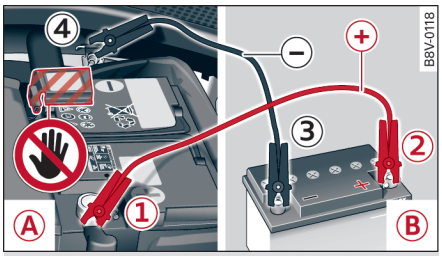

图 234 用其它车辆的蓄电池进行辅助启动：Ⓐ – 电量耗尽，Ⓑ – 供电
4. 将红色跨接启动电缆的一端夹到电已放空的蓄电池 Ⓐ ⇨ ⓘ，*在跨接启动的一般说明中，见第 189 页* 的正极 ① ⇨ *图 234* 上。
5. 把红色辅助启动电缆的另一端夹到供电蓄电池 Ⓑ 的正极 ② 上。
6. 将黑色跨接启动电缆的一端**优先夹到接地点上**，不然的话就夹到输出电流的车辆的蓄电池 ③ 的负极 Ⓑ 上。
7. 黑色辅助启动电缆的另一端**只能**连接到**接地点** ④（**本车**）上Ⓐ ⇨ ⓘ。